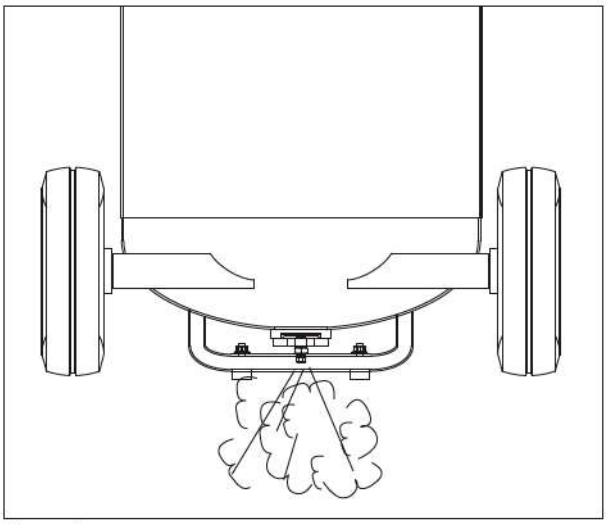

Figure 6
2. Ouvrez le robinet de vidange inférieur (voir la figure 6). Tournez la soupape de sortie afin de laisser passer l'air.